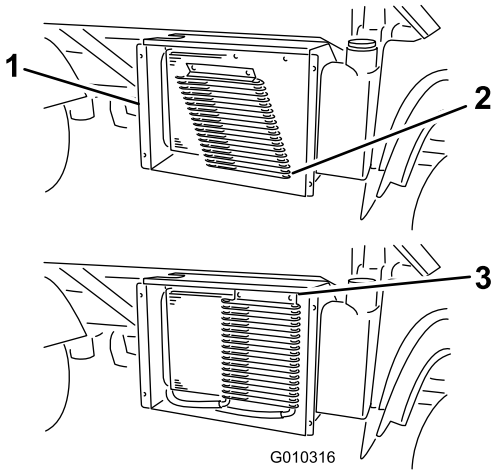

Figura 63
3. Caso esteja equipado, rode as patilhas e incline o refrigerador de óleo afastando-o do radiador (Figura 63).